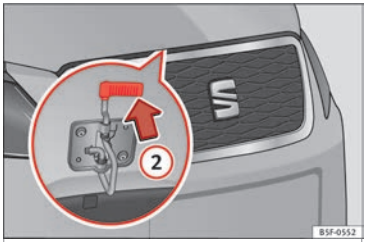

Fig. 10 Cam under the bonnet
- Lift up the bonnet. Press the release catch under the bonnet upwards ››› **Fig. 10** (2). The arrester hook under the bonnet is released. »